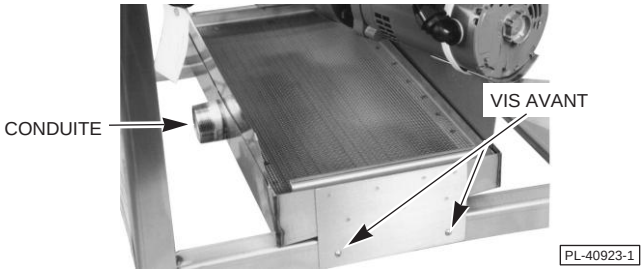

**Fig. 5**
Lorsque le lave-vaisselle est expédié depuis l'usine, le bac de vidange est monté de sorte que l'eau de vidange (Fig. 5) s'évacue par le côté gauche de la machine. Si la configuration de votre plomberie exige que l'eau de vidange s'évacue par le côté droit de la machine, faites tourner le bac de vidange et la crépine, comme suit :
1. Retirez les 2 vis et écrous à l'avant (Fig. 5) et les 2 vis et d'écrous à l'arrière du bac de vidange.